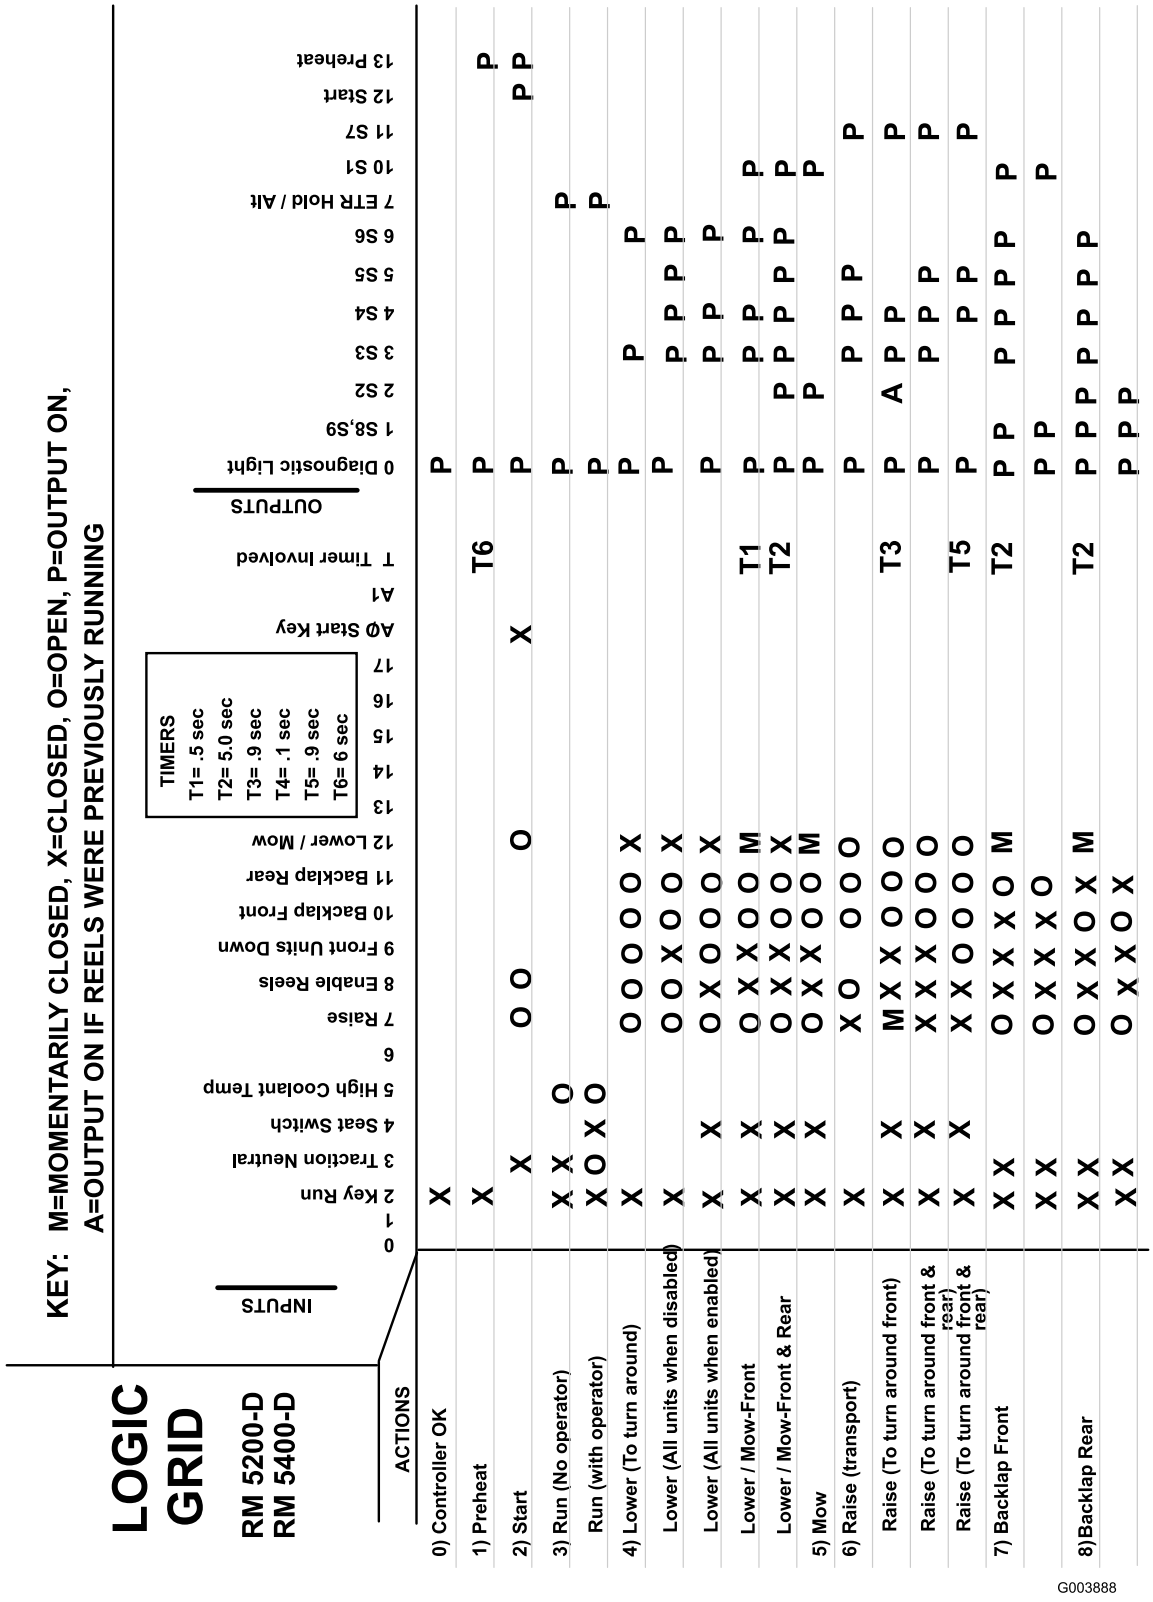

Figur 40
8. Sitt i setet og forsøk å drive ønsket funksjon på maskinen. (Hvis du trenger hjelp til å bekrefte korrekte inngangsinnstillinger for hver funksjon, se Figur 40). Korrekt LED-er for utgang skal opplyses for å indikere at ECU slår på den funksjonen. (Se diagrammet (Figur 40) for å være sikker på de spesifiserte utgangs-LED-ene.)